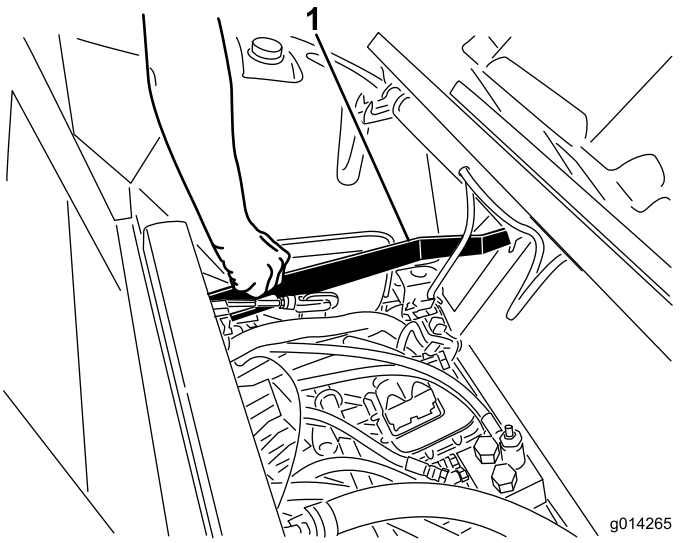

Figur 13
1. Træk op i sædelåsens udløsergreb, og sænk sædet ned i låst position (Figur 13).